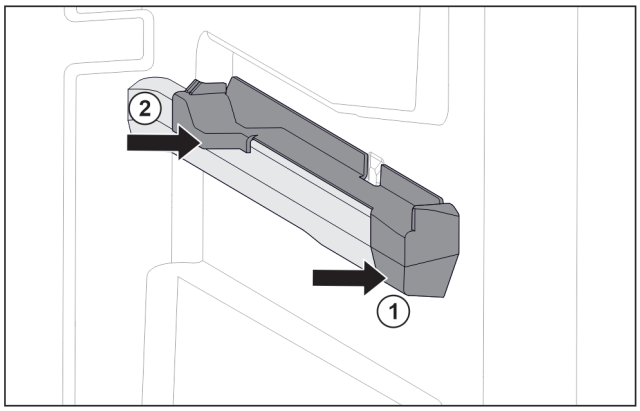

Fig. 129 Attachment on the right moulded rib
▶ Position attachment on moulded rib at the front. *Fig. 129 (1)*
▶ Press on attachment at the back. *Fig. 129 (2)*